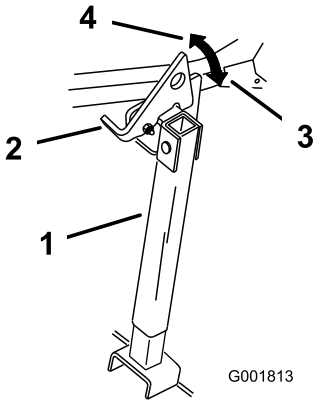

Figur 33
2. Løft klinken til ulåst position (Figur 33).